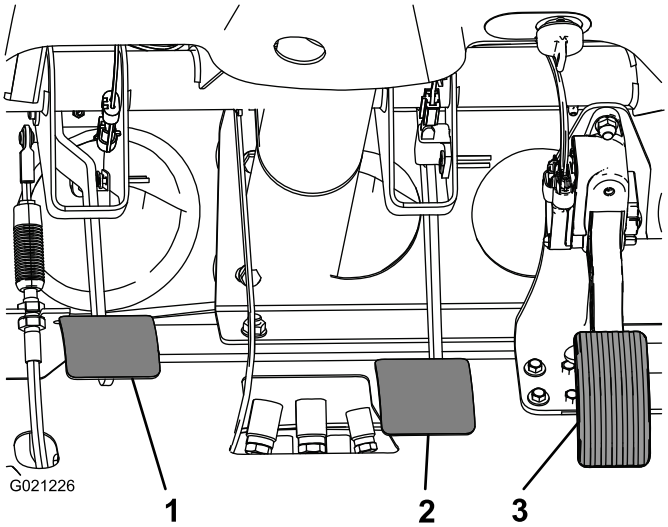

Figur 67
2. Slipp opp bremsepedalen (Figur 67) til den kommer i kontakt med rammen.
3. Løsne låsemutterne som fester krysshodet til hovedsylinderstangen (Figur 67).